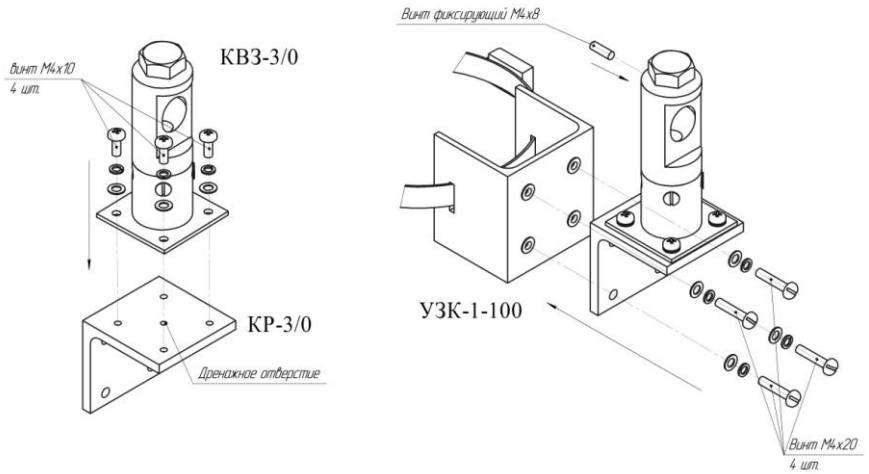

Рис. 10.2
но-тактическими соображениями и конкретными условиями. Ориентировочная высота установки БПРМ (БПРД) 0,8…1,4м от усредненной поверхности земли (пола) до нижней части БПРД(БПРМ). Пример установки на опоре УЗК-1-100 см. на рис. 10.2.
11.2.3 Немного ослабить зажимные болты КВЗ (см.рис. 10.2) до возможности изменения угловых положений БПРД и БПРМ. Включить режим ЮСТИРОВКА(юстировки блоков).